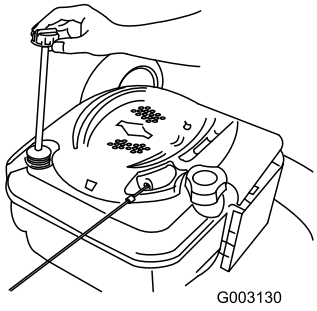

Figuur 37
2. Verwijder de peilstok (Figuur 37).